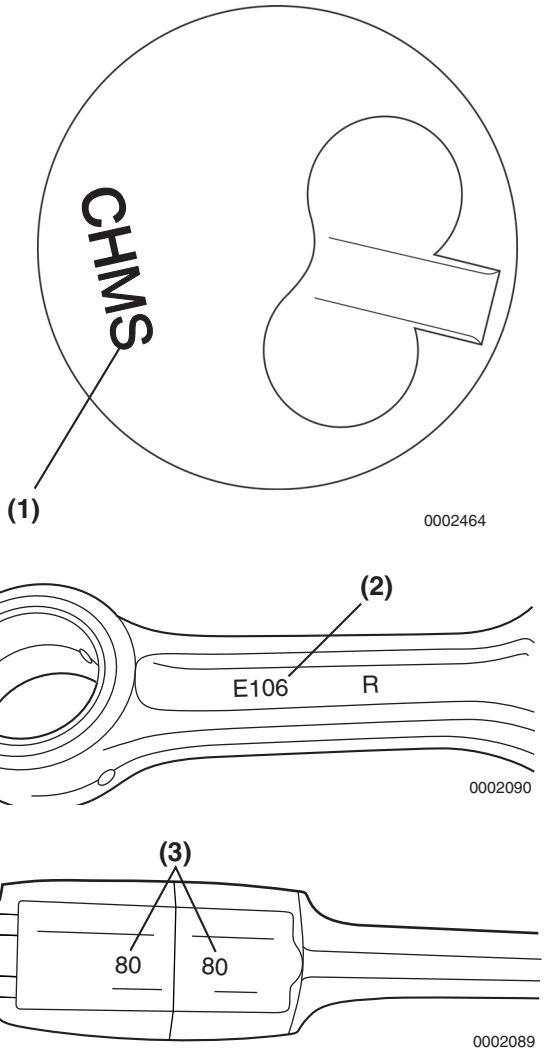

Figure 6-84
The piston and connecting rod must be assembled with the correct orientation. When correctly assembled, the piston identification mark ***(Figure 6-84, (1))*** *stamped into the top of the piston will be on the opposite side of the connecting rod as the match marks* ***(Figure 6-84, (3))*** *stamped into the connecting rod and connecting rod cap. When reinstalled in the cylinder, the embossed mark* ***(Figure 6-84, (2))*** *cast into the beam of connecting rod will face the flywheel end of the engine.*